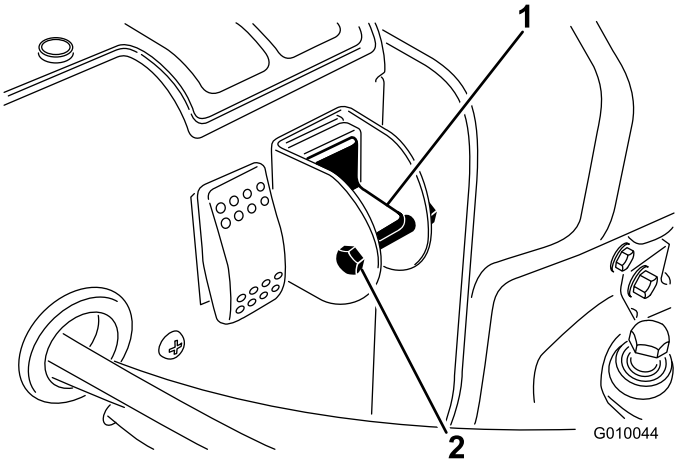

**Figur 29**
3. Fjern låsebolt og møtrik fra omkobleren (Figur 29).